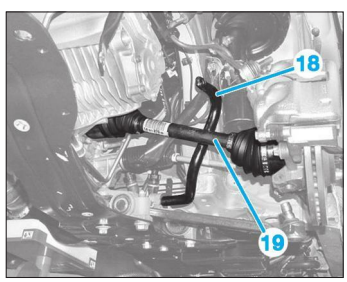

**Fig. 20**
• Pivoter la barre stabilisatrice (18) pour la dégager de la transmission (19) **(Fig.20)**.